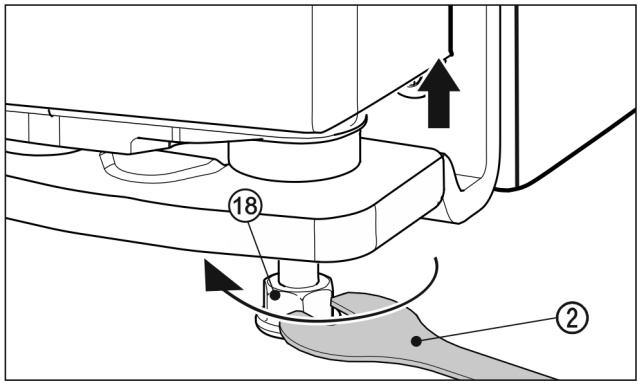

Fig. 21
- ▶ Pentru ridicarea ușii, deșurubați spre dreapta piciorul de poziționare *Fig. 21 (18)* cu cheia fixă *Fig. 21 (2)* livrată până când există contact la podea. Apoi rotiți în continuare până când este deplasată ușa pe înălțime. Bolțul suport este înșurubat complet la livrare.